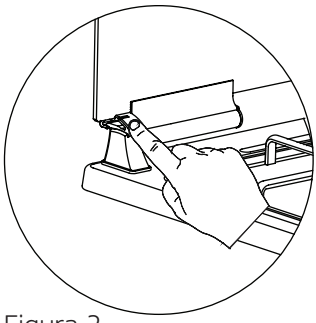

Figura 2
2. Como se muestra en la figura 2, la puerta de vidrio puede cerrarse presionando la abrazadera de plástico con un dedo.